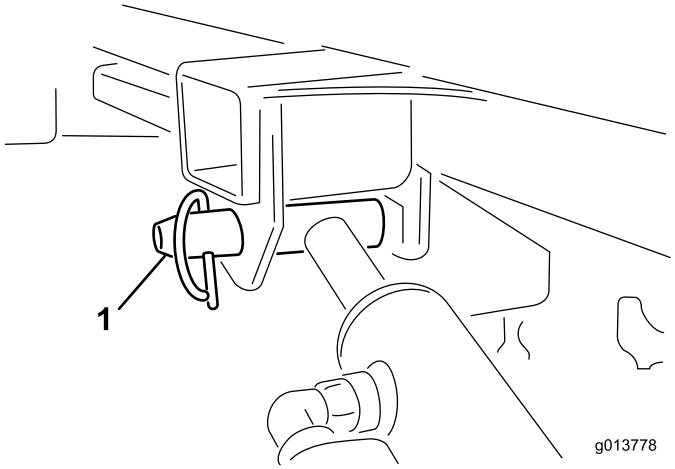

Figuur 51
11. Breng met een hand de hefcilinder omhoog. Verwijder met de andere hand de borgpen van de hefcilinder (Figuur 51).